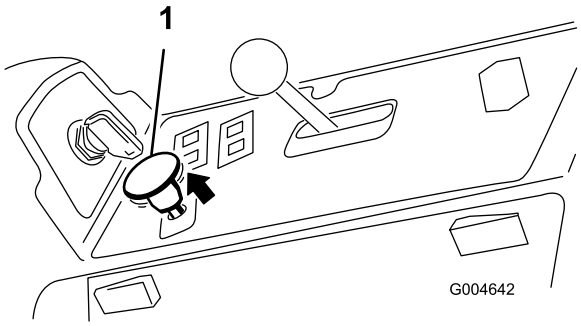

Figur 19
3. Træk kraftudtagskontakten op for at aktivere kraftudtaget (Figur 19).